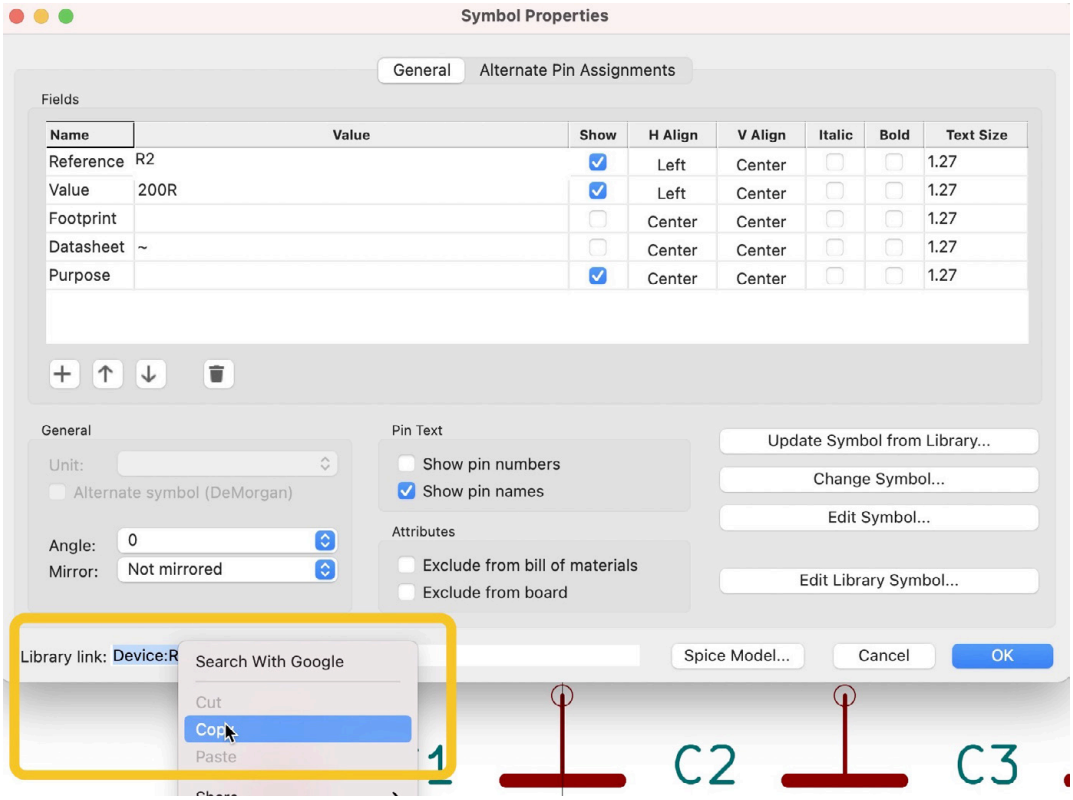

Figure 13.2.1.5: Get the library identifier from the symbol Properties window.
library identifier in the bottom field of the Properties window (Figure 13.2.1.5).
Copy the library identifier, and then bring up the Change Symbols window (Edit —> Change Symbols) (Figure 13.2.1.6). Paste the property identifier in the “Change symbols bathing library identifier” field (1). Of course, ensure that this radio button is selected. You can also click the library button next to this text field to bring up the library browser and find the library identifier instead of copying from another symbol.